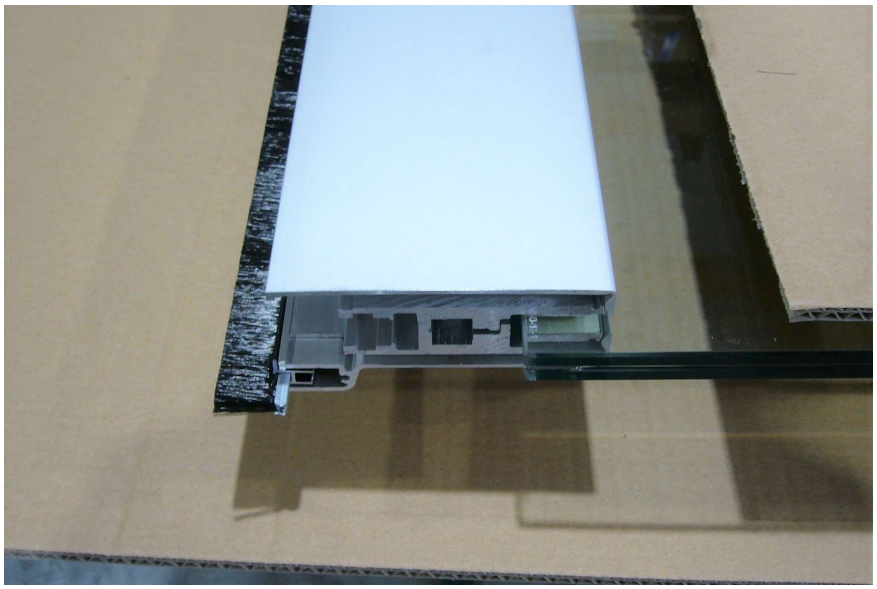

Abbildung 23
- Nach dem Anziehen aller Schrauben mit dem Drehmomentschlüssel und dem Ausrichten des Quergewindebolzens, die Deckblende auf das Klemmprofil bündig aufschieben (Abbildung 23)